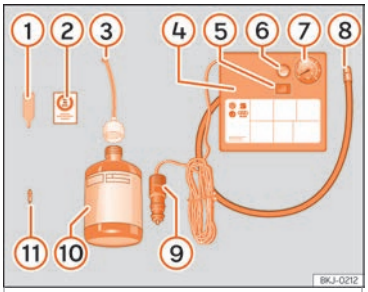

Fig. 98 Representação standard: conteúdo do kit antifuros.
O kit antifuros está localizado na bagageira, por baixo do revestimento do piso. Inclui os seguintes componentes ››› **Fig. 98**:
Volte a enroscar o tubo de enchimento ››› Fig. 98 ⑧ e verifique a pressão no manómetro ⑦.